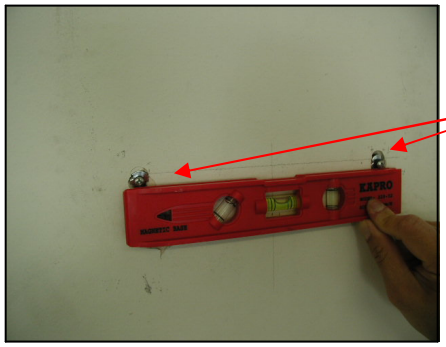

Figure 5
2. Secure two mounting screws (not provided) on the wall leaving 1/8” away from the wall. Refer to Figure 5.